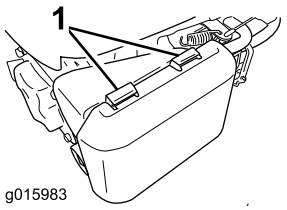

Figur 26
1. Tryck ned spärrhakarna på luftrenarkåpan (Figur 26).